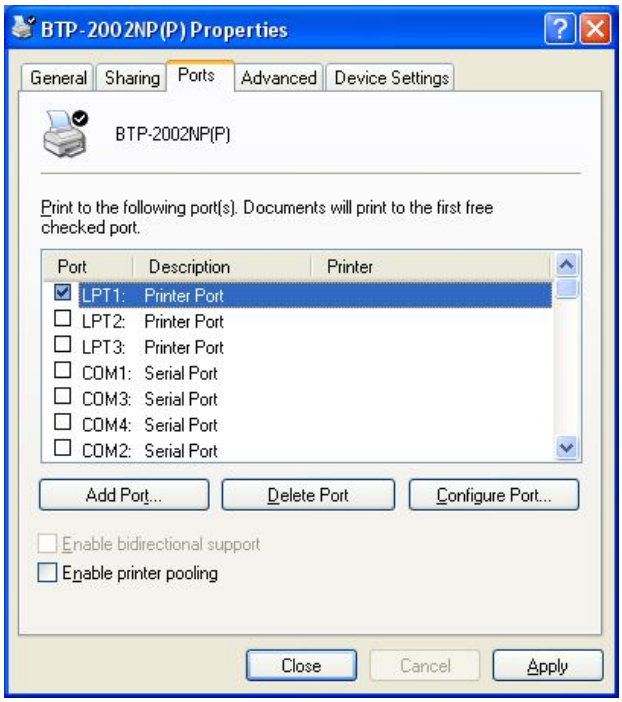

Figure 5.3.2 PORT property
2) Select "Port" property (see Figure 5.3.2), and the TCP/IP port has not been installed. Then click "Add Port" button;